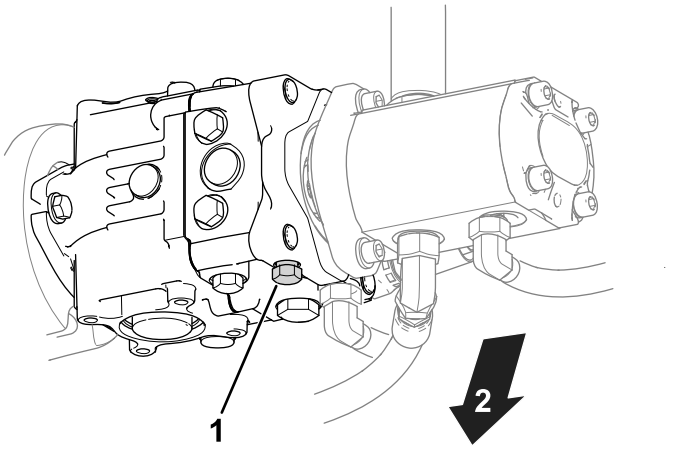

Figure 27
1. Trouvez la vanne de dérivation sur la pompe (Figure 27).